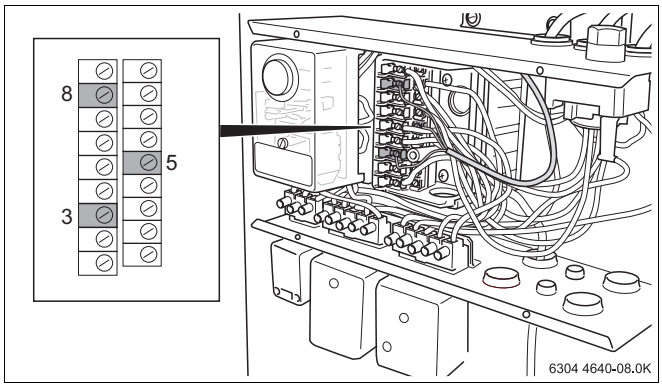

Abb. 5 Anschlussleitung abklemmen
- Anschlussleitung der Taktzündeinrichtung an den Klemmen 8 und 3 der linken und der Klemme 5 der rechten Klemmleiste lösen (Abb. 5)**.**